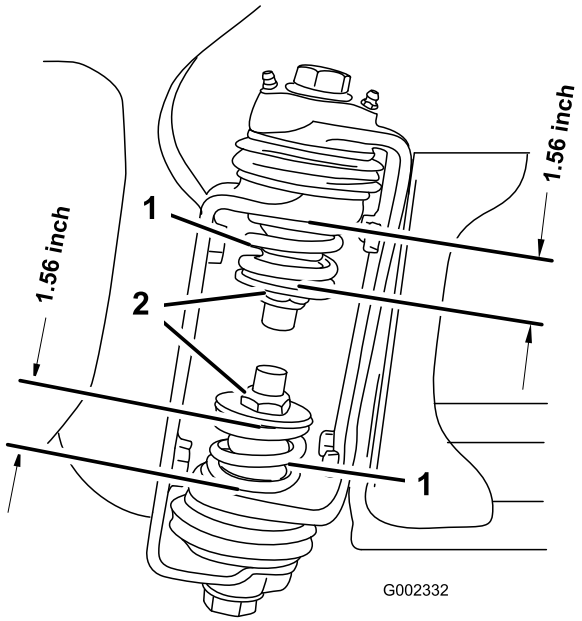

**Figur 4**
3. Mål sammentrykningen af den øverste og nederste fjeder ved bomhængslet, mens bommene er i forlænget position (Figur 4).